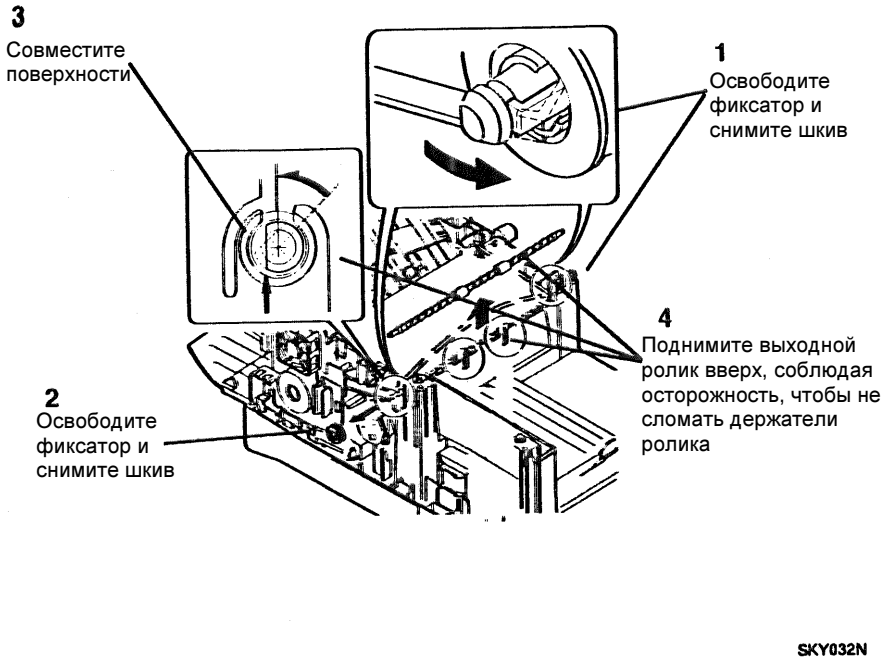

Рисунок 2. Снятие выходного ролика
3. (Рисунок 2): Снимите выходной ролик.